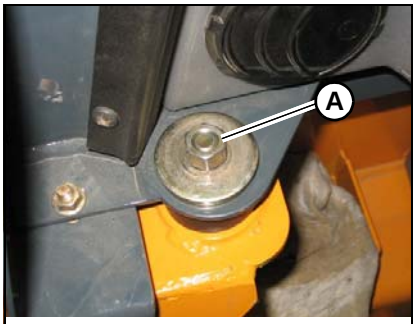

Figure 87 – ROPS/FOPS Anchor Hardware
2. Remove hardware (A, Figure 87) at the front of the ROPS/FOPS.
3. Secure the ROPS/FOPS in the lowered position with anchor hardware (A, Figure 87). Torque to 43 Nm (32 lb.-ft.).